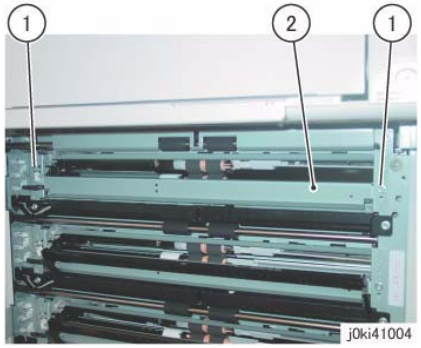

Figure 4 Remove the Tray 2 Feeder Assembly
8. Remove the Tray 2 Feeder Assembly. (Figure 4)